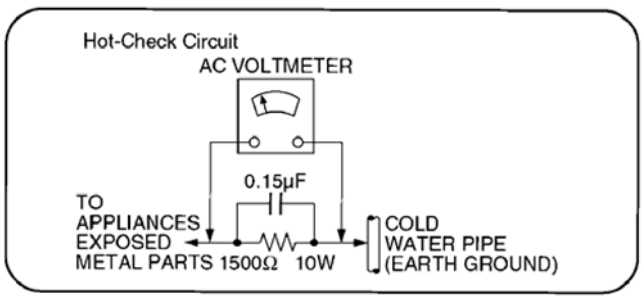

Figure 1
1.1.2. Leakage Current Hot Check (See Figure 1)
2. Connect a 1.5kΩ, 10 watts resistor, in parallel with a 0.15µF capacitor, between each exposed metallic part on the set and a good earth ground such as a water pipe, as shown in Figure 1.